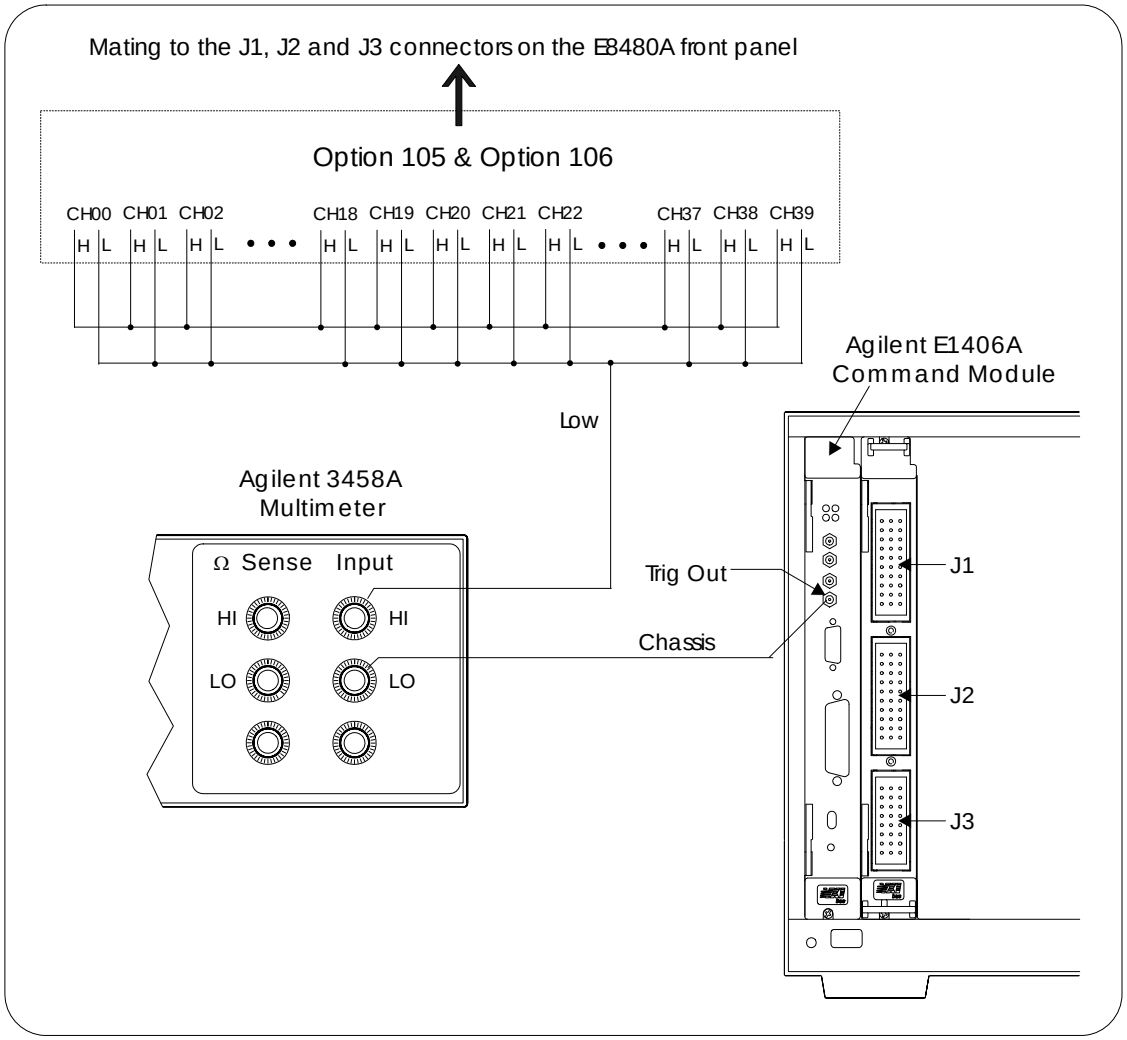

Figure 2-5. Channel Low to Chassis Isolation
-- In step 3, make hardware connection as shown in Figure 2-5.